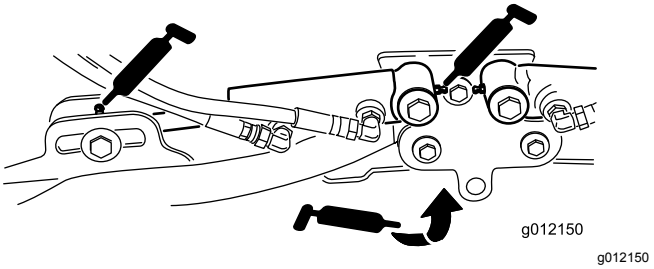

Figur 75
- Klippenheternas lyftarmscylindrar (2 var) (Figur 75)
- Lyftarmens svängtappar (1 var) (Figur 75)